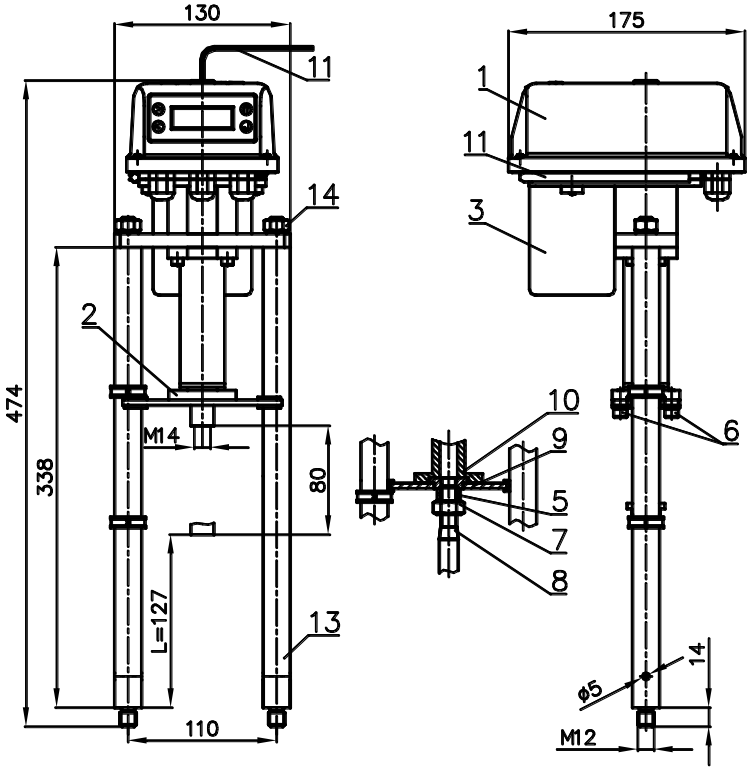

Рисунок 1 - ВЭП-245М
- электропривод (рисунок 1 – позиция 1);
- винтовая передача (рисунок 1 – позиция2).